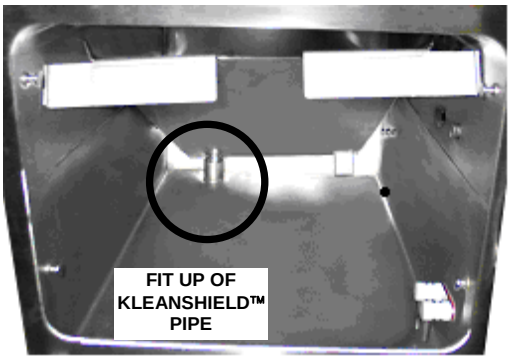

Figure 3-3 KleanShield™ Installation (SteamChef 3.1 shown)
3) Set the KleanShield™ in place over the corresponding pipe extending out of the bottom of the steamer reservoir. See Figure 3-3.